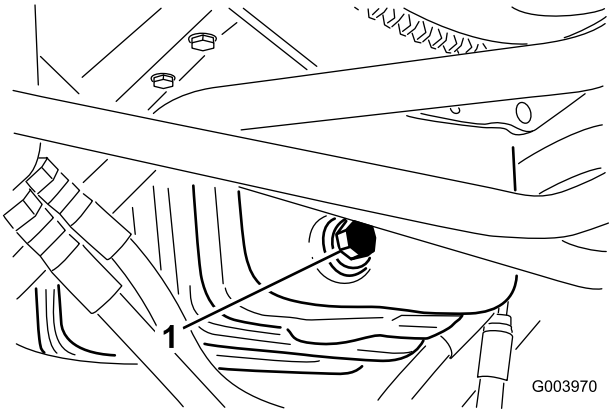

Figur 51
1. Fjern aftapningsproppen (Figur 51), og lad olien flyde over i aftapningsbeholderen.